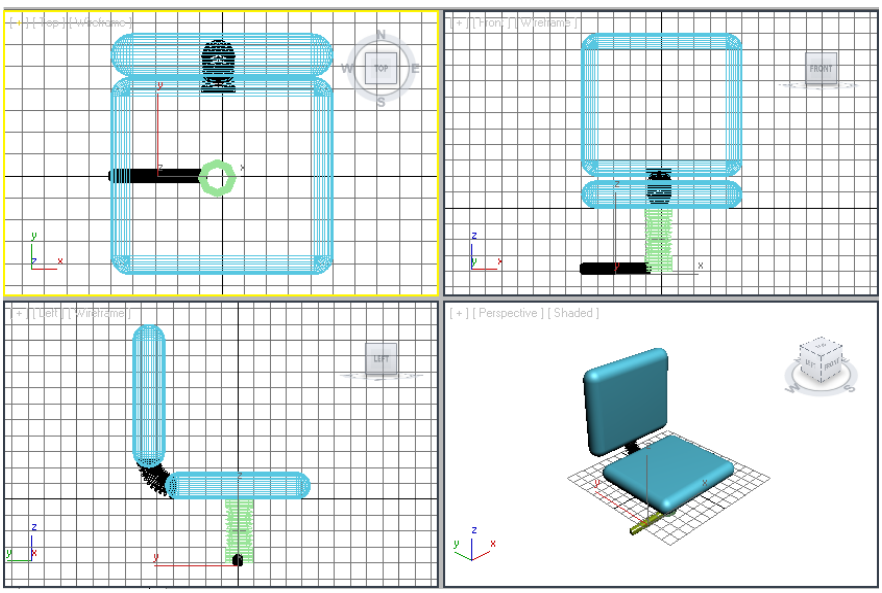

Figure 3-79 *Alignment of the leg01 in all viewports*
6. Invoke the **Select and Move** tool and align the *leg01* with the *leg support* in all viewports, as shown in Figure 3-79.